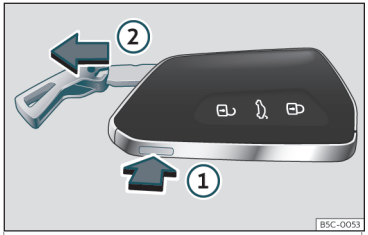

Fig. 67 Vehicle key: remove the key blade.
- If you press button>>> **Fig. 67** ① once the key blade is unlocked and a ring appears as a key ring.
- Press and hold the button ① and at the same time pull on the ring in the direction of arrow>>> **Fig. 67** ② to completely remove the key blade.